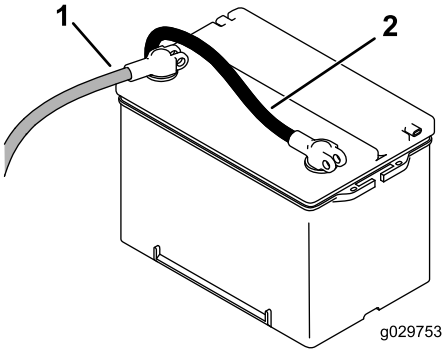

Rysunek 49
5. Podłącz przewód dodatni (czerwony) do bieguna dodatniego (+), a przewód ujemny (czarny) do bieguna ujemnego (-) akumulatora (Rysunek 49).